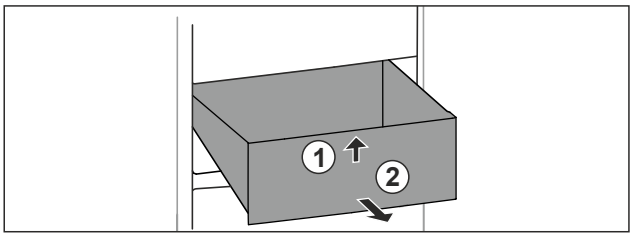

Fig. 93
- ▶ Приподнимите выдвижной ящик спереди. *Fig. 93 (1)*
- ▶ Извлеките выдвижной ящик движением вперед. *Fig. 93 (2)*